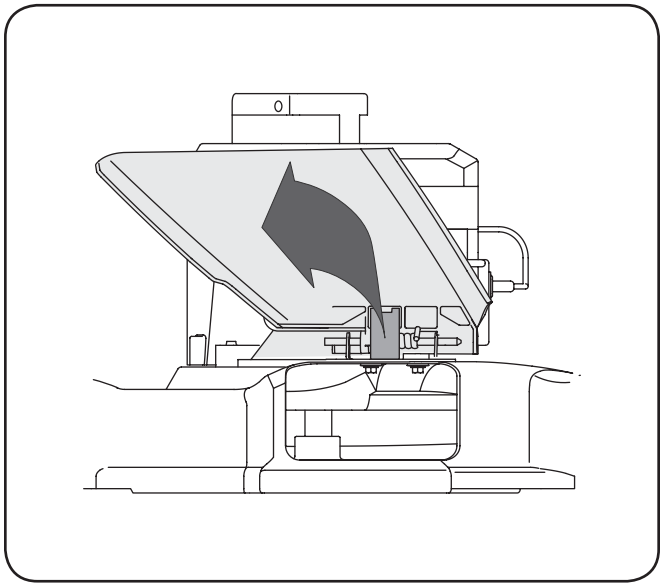

Figure 3-1
a. Push the chute deflector up towards the engine. Holding the deflector in this position, remove the retainer and discard. See Fig. 3-1.